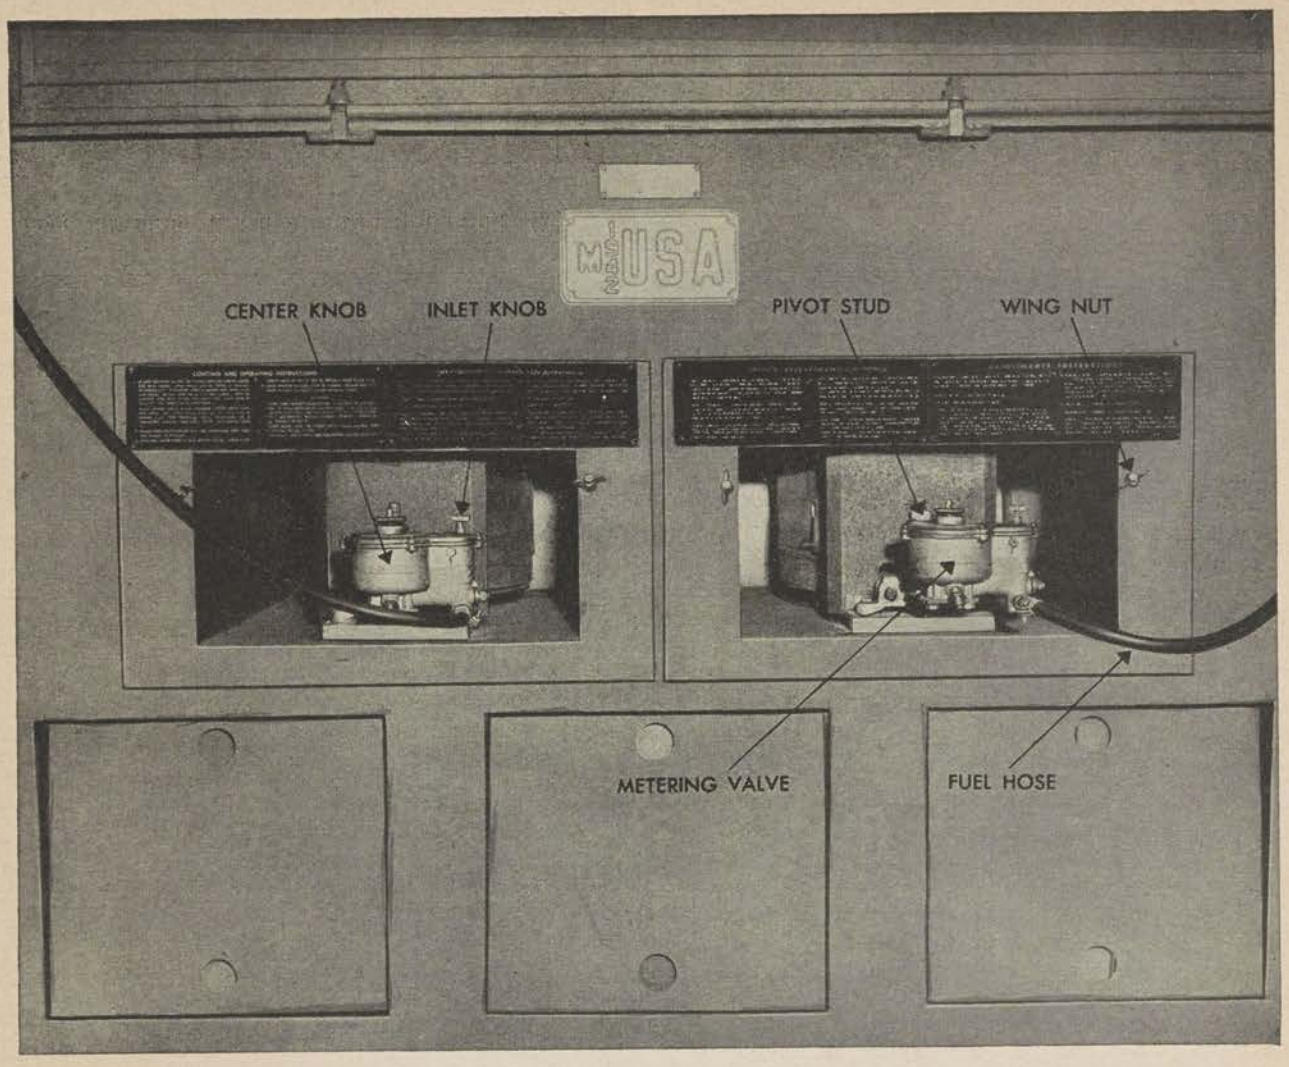

Figure 66. Burners, pot type (65–A–4910), installed in oven, bake, field, M1942.
(6) These improvised burner chambers should be dug only in clay or in firm soil.
55. Firing with Outfit, Burner, Pot Type, Oven, Bake, Field, M1942 (see figs. 66, 67, and 68)